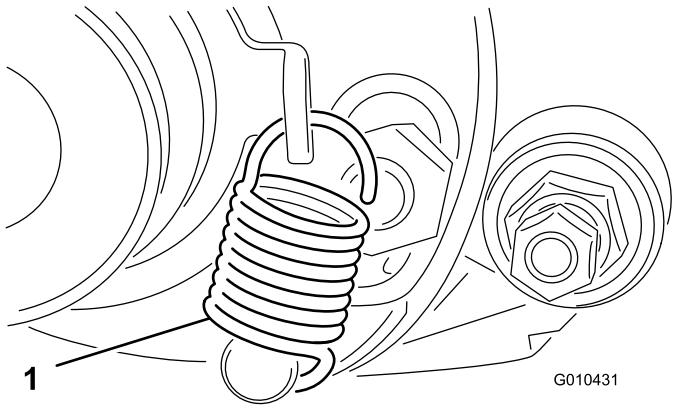

Figuur 17
1. Draai de spanpoelie tot u de trekveer in de opening van de poeliebeugel en op de bout kunt haken, zoals wordt getoond in Figuur 17.